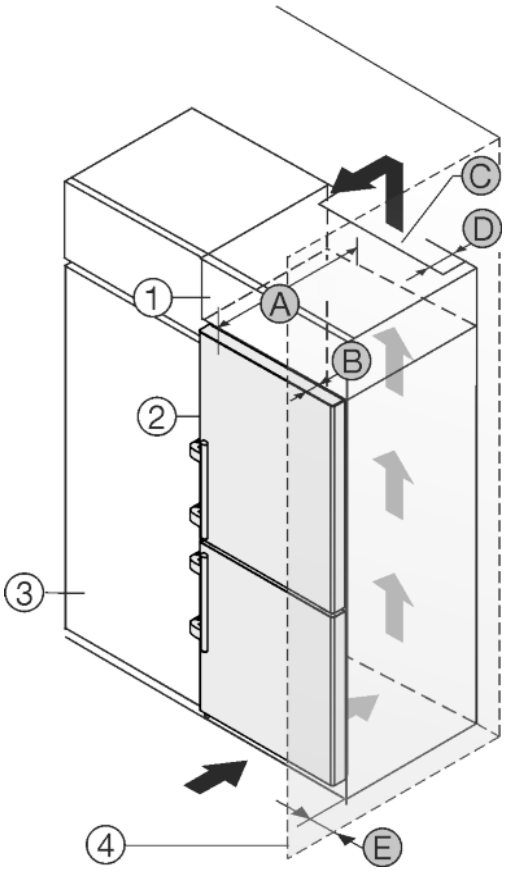

Fig. 50
The appliance can be built into kitchen units. A top cupboard *Fig. 50 (2)* can be added above the appliance in order to bring the appliance *Fig. 50 (1)* up to the height of the fitted kitchen units.
The appliance can be installed right next to the kitchen cabinet *Fig. 50 (3)*. The appliance must stick out by the depth *Fig. 50 (B)* from the front of the cabinet so that the doors can be opened fully. The appliance may protrude further depending on the depth of the kitchen cabinets and whether wall spacers are used.
- There must be a ventilation shaft with the depth *Fig. 50 (D)* at the back of the top cupboard over the entire width of the cupboard.
- The ventilation shaft *Fig. 50 (C)* must be observed under the ceiling.
If the appliance is installed with the hinges next to a wall *Fig. 50 (4)* the distance *Fig. 50 (E)* between the appliance and the wall must be observed. This is how far the handle protrudes when the door is open.